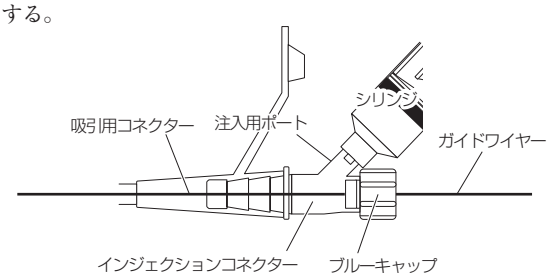
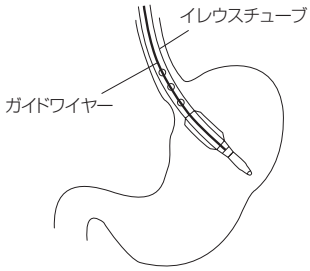

図１
図２
4. 吸引用コネクターにインジェクションコネクターを押し込んで接続する（**図１**）。
5. ブルーキャップを締めて、注入用ポートからホワイトキャップを取り外し、注入用ポートにシリンジを取りつける（**図１**）。滅菌蒸留水をチューブ先端から流出するまで十分に30mL以上注入する。
8. 経鼻的に本品を挿入する。X線透視下で確認しながら本品が胃まで到達（**図２**）したら、インジェクションコネクターの注入用ポートにシリンジを接続し（**図１**）、必要に応じ胃内容物を吸引する。